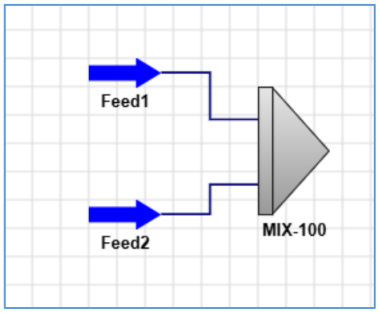

Рисунок 13. Входные потоки смесителя
c. Сохраняем изменения с помощью кнопки «Сохранить», в результате в рабочей области будут отображены подключения входных потоков к смесителю (Рисунок 13).